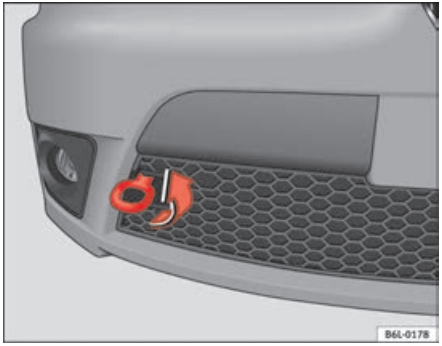

Fig. 175 Towing eye at the front of the vehicle
– Screw in the towing eye that is in the vehicle tool box*, turning it **to the left** until it is perfectly screwed in ⇒ fig. 175.